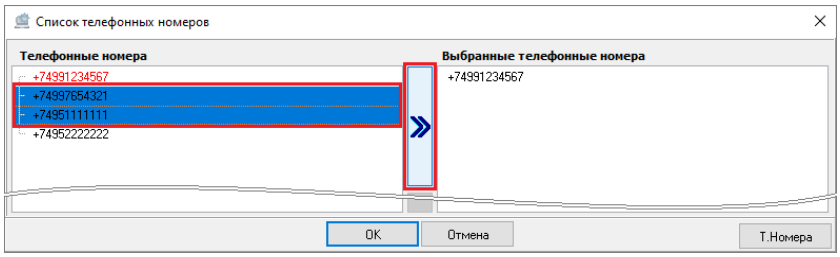

Рисунок 6-171 Привязка телефонных номеров абонента кнопкой переноса
– в окне «Список телефонных номеров» в поле «Телефонные номера» выделите один или несколько телефонных номеров (для выделения сразу нескольких номеров нажмите и удерживайте на клавиатуре клавишу <Shift> для выбора диапазона или клавишу <Ctrl> для комбинированного выбора) и нажмите кнопку переноса (см. Рисунок 6-171);